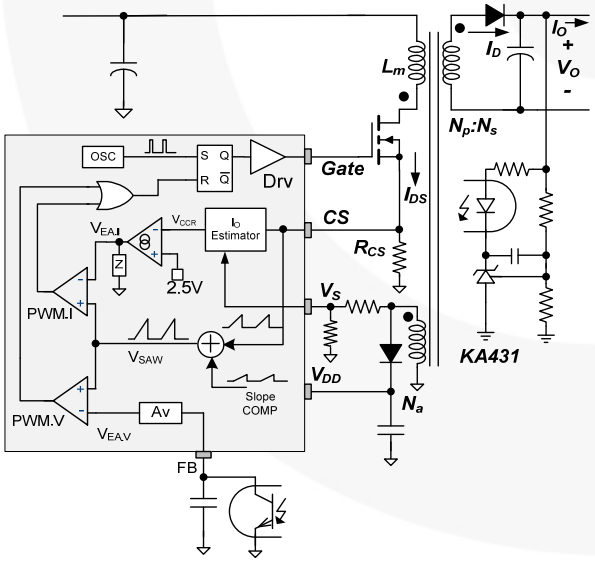

Figure 24. Internal PWM Control Circuit
Figure 24 shows the internal PWM control circuit. The constant voltage (CV) regulation is implemented in the same way as the conventional isolated power supply, where the output voltage is sensed using a voltage divider and compared with the internal 2.5 V reference of a shunt regulator (KA431) to generate a compensation signal. The compensation signal is transferred to the primary side using an opto-coupler and scaled down through attenuator Av, generating the $V_{EA.V}$ signal. Then the error signal $V_{EA.V}$ is applied to the PWM comparator (PWM.V) to determine the duty cycle.